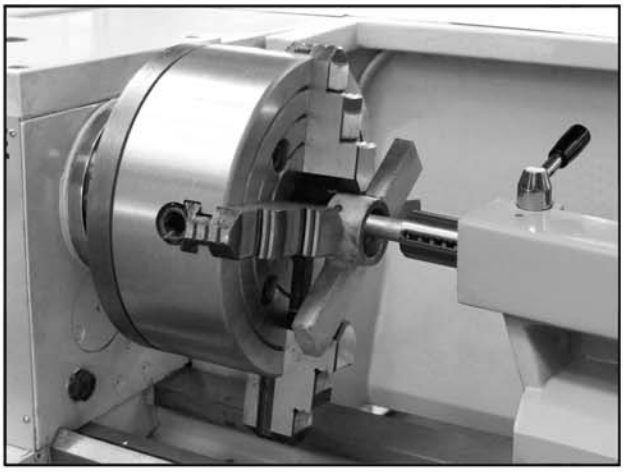

Figure 31: Clamping workpiece.
4. Lock the tailstock and then turn the tailstock quill so the dead center makes contact or is close to the center point of your workpiece (see Figure 31).